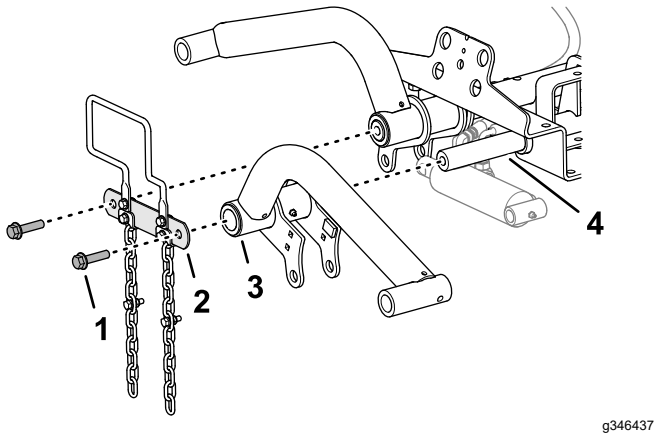

Rysunek 11
1. Zamontuj ramiona podnoszące na osiach ramienia podnoszącego w sposób pokazany na Rysunek 11).
2. Zamontuj łącznik osi na osiach ramienia podnoszącego (Rysunek 11) za pomocą 2 śrub z łbem kołnierzowym (½ x 2 cala) wykręconych w Przygotowanie do montażu ramion podnoszących (Strona 16).